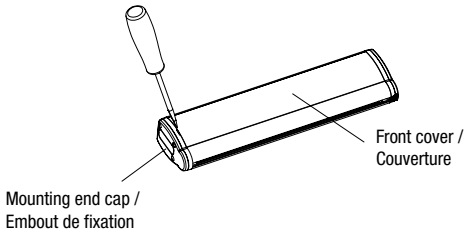

Fig. 1
2. Use a screwdriver open the front cover(See Fig.1).
2. Use a screwdriver open the front cover (See Fig.1).
2. À l'aide d'un tournevis, ouvrez le capot avant (voir fig. 1).